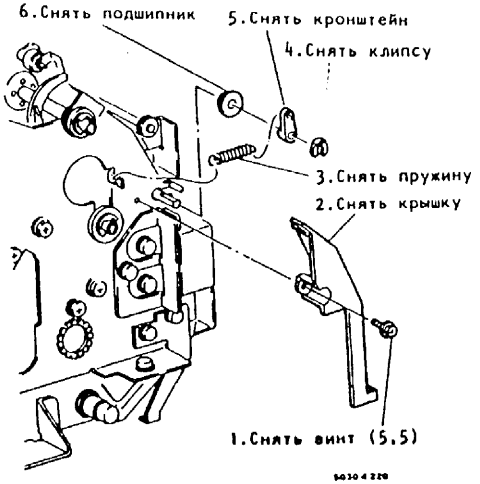

Рис.1. Снятие затвора инвертора
3. (Рис.1, Рис.2): Снять затвор инвертора.